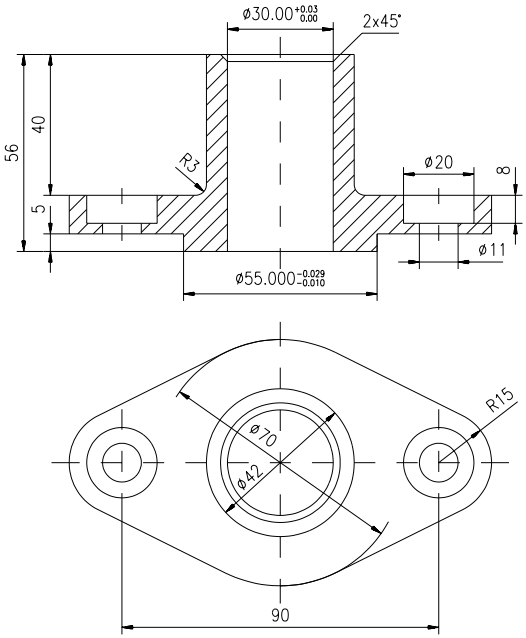

Fig. 7.14
- ***Cotarea piesei***, realizată pe layer-ul ”**COTE**”. Este indicat în această etapă „îngheţarea” layer-ului **”HASURI**”, pentru a permite selectarea precisă a originii liniilor ajutătoare (fig. 7.14).